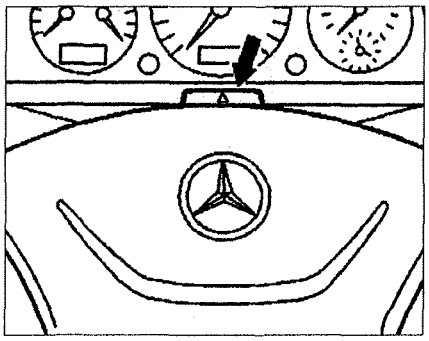

Рис. 1.28. Проверка аварийной сигнализации.
12. Нажмите выключатель аварийной сигнализации (см. рис.1.28). Проверьте работу аварийной сигнализации.